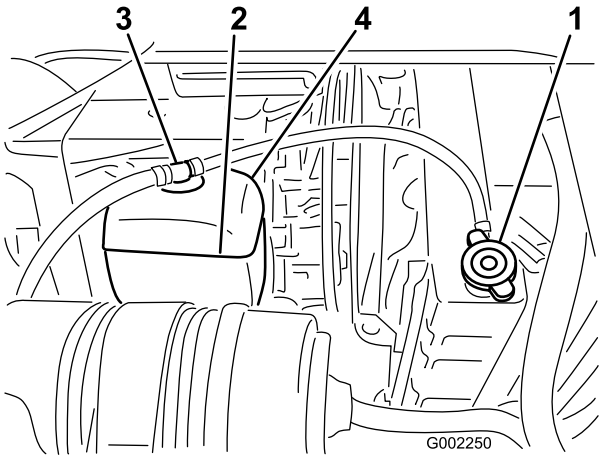

Figuur 51
3. Verwijder voorzichtig de doppen van de radiateur en de expansietank (Figuur 51).